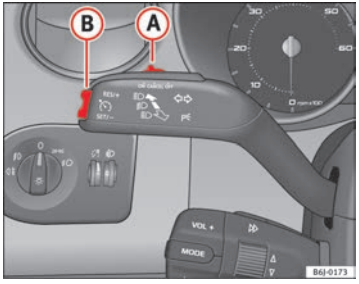

Fig. 107 Palanca de intermitentes y de luz de carretera: mando y tecla basculante para el regulador de velocidad ▶
- cuando se presione la palanca (A) en dirección a **OFF** sin que llegue a encastrar.
Para recuperar el regulador, levante el pie del pedal del freno o del embrague o reduzca la velocidad por debajo de los 180 km/h y presione una vez la parte superior de la tecla basculante **RES** ⇒ página 154, fig. 107 (B).